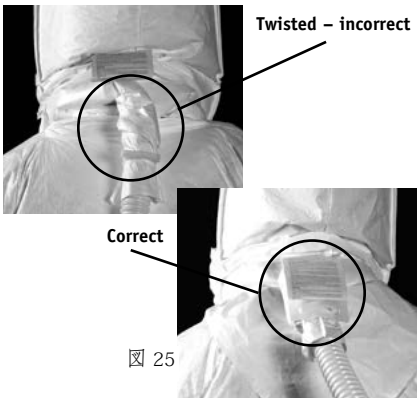

図 25
4. クランプロックを合わせ、きつくなるまで握りしめます。空気入口スリーブをねじったり、制限をかけてはなりません (図25を参照)。そうなった場合は、クランプをはずし、手順2～4を繰り返します。